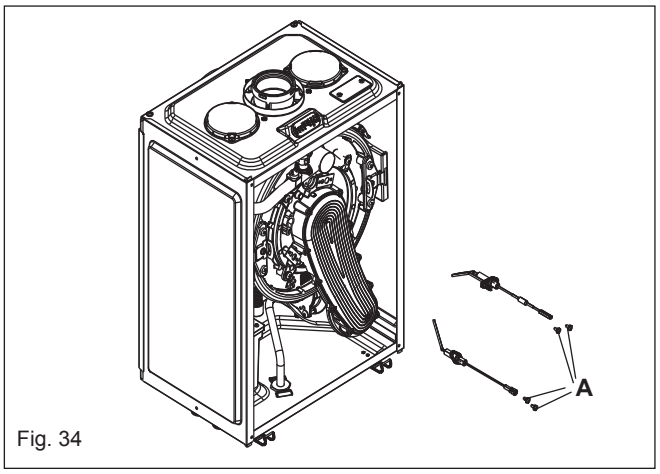

Fig. 34
6.13 ELECTRODES & CONDENSE SENSOR (fig. 34)